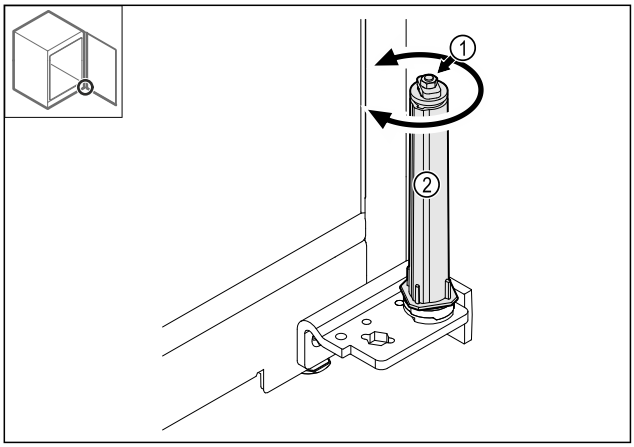

Fig. 39
▶ Nu dezasamblați îmbinarea filetată *Fig. 39 (1)* a sistemului de închidere.
▶ Rotiți sistemul de închidere *Fig. 39 (2)*, până când face clic.